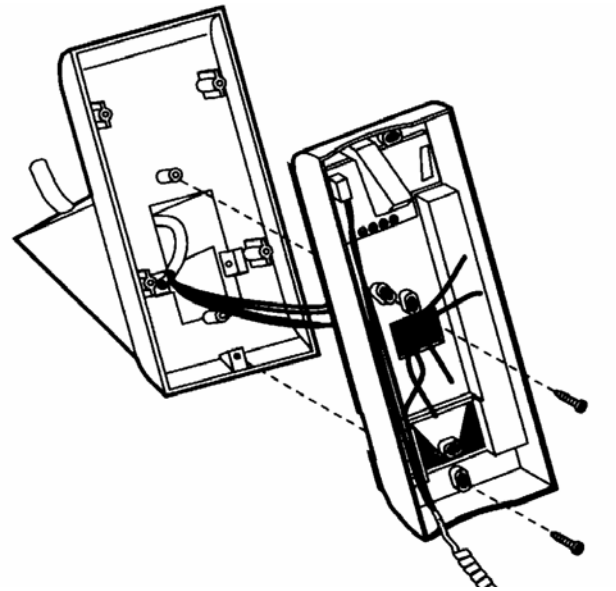

rys. 6
2) Przeciągnąć przewód wielożyłowy przez otwór w podstawie skośnej oraz tylnej części unifonu (**rys. 6**).